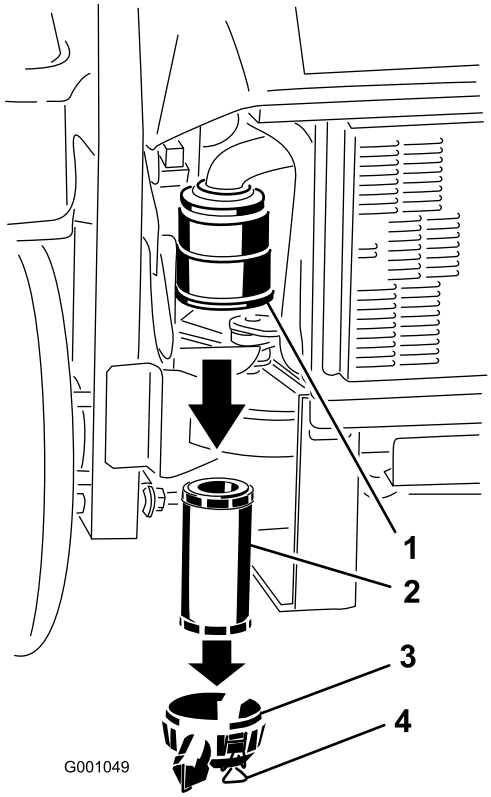

Figura 30
3. Abra los cierres del limpiador de aire y tire de la tapa del limpiador de aire para separarla de la carcasa del limpiador de aire (Figura 30).
5. Extraiga con cuidado el filtro de la carcasa del limpiador de aire (Figura 30). Evite golpear el filtro contra el lado de la carcasa.